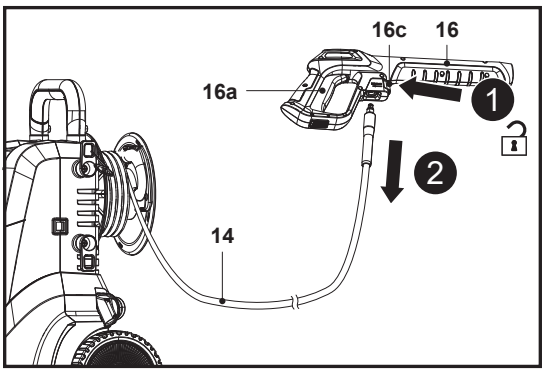

Rys. 8
3. Aby odłączyć wąż ciśnieniowy (14) od pistoletu natryskowego (16), pchnąć dźwignię szybkiego zwalniania (16c) w kierunku węża ciśnieniowego (14) i przytrzymać ją w tym położeniu, a następnie wyjąć wąż ciśnieniowy (14) (rys. 8, kroki 1, 2).